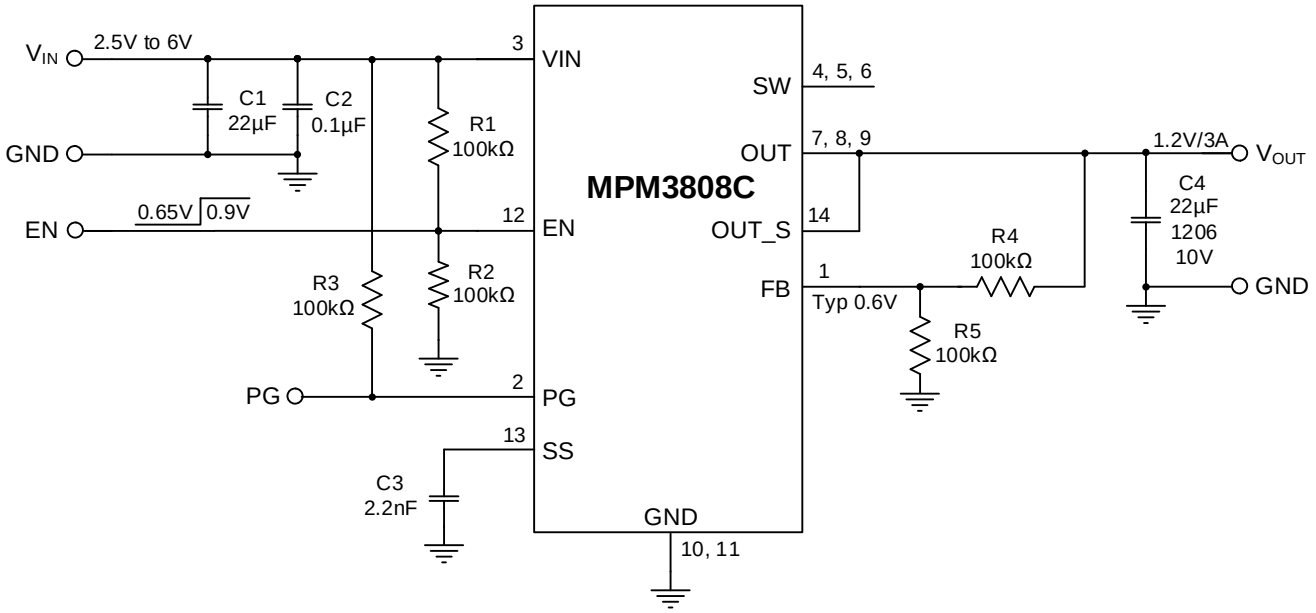
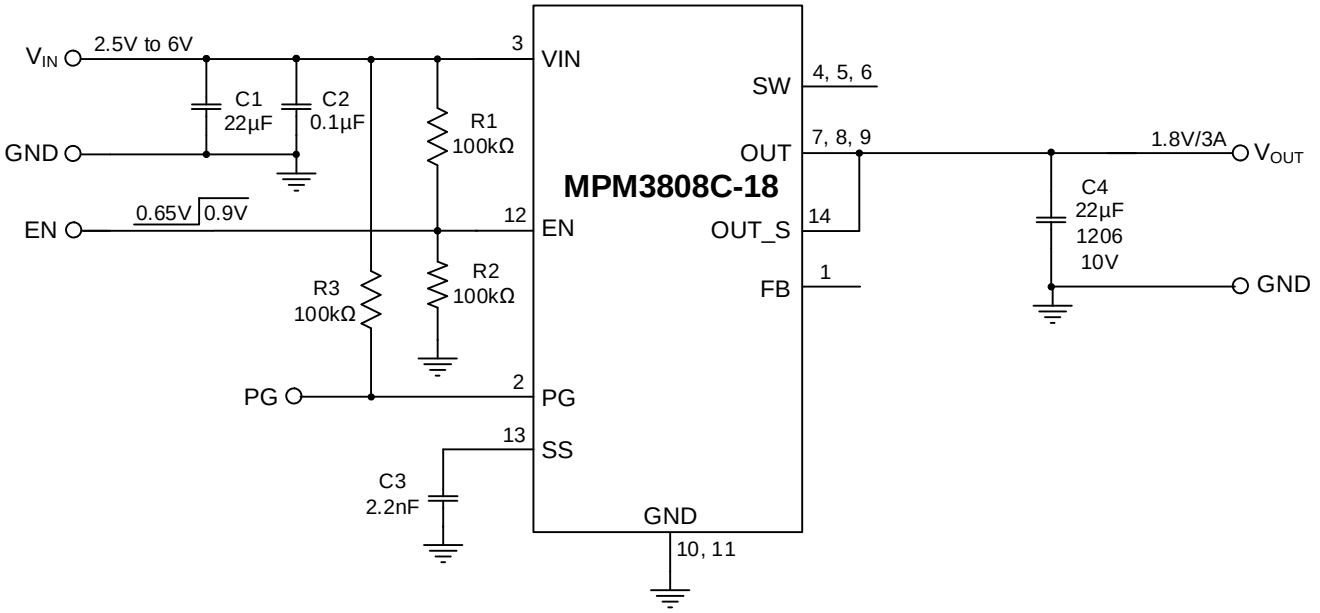

Figure 7: Typical Application (Adjustable Output, V_{OUT} = 1.2V)
Figure 10: Typical Application (Fixed Output, V_{OUT} = 1.8V)
11) The recommended PCB layout is based on Figure 7 on page 24.
Updated the max V_{IN} from 5.5V to 6V for Figure 7 to Figure 10.	24–25